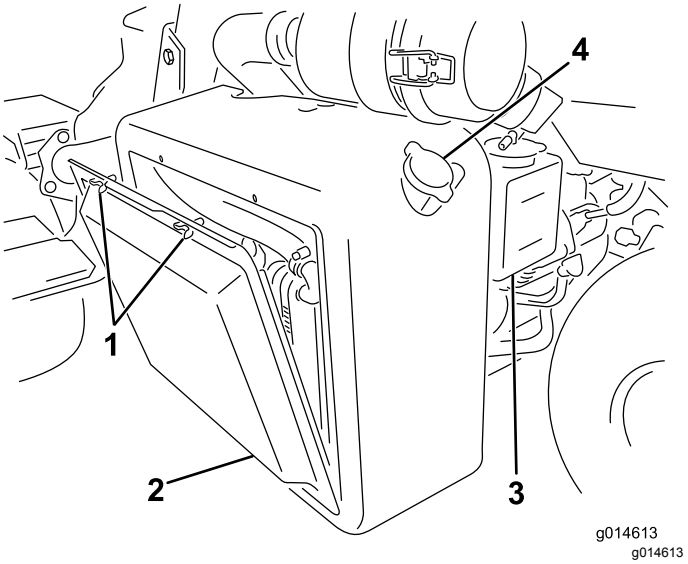

Rysunek 47
1. Zdejmij osłonę chłodnicy (Rysunek 47).
2. Sprawdź poziom płynu chłodzącego (Rysunek 47 oraz Rysunek 48).